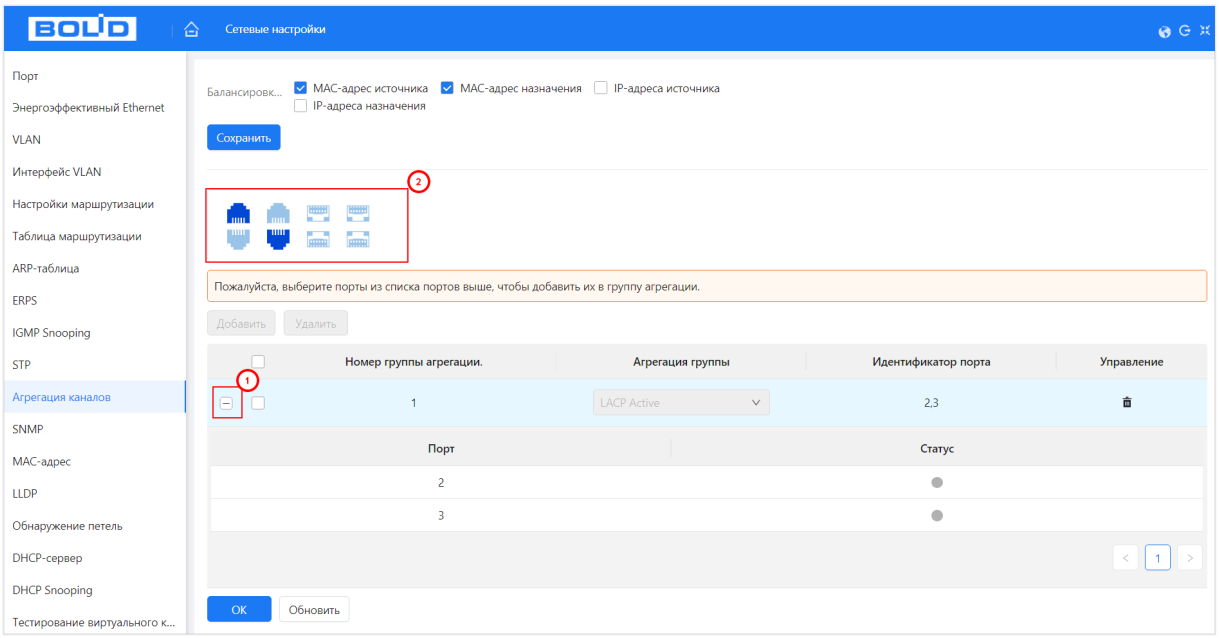

Рисунок 10.27 – Добавление
5. Далее выберите порты для объединения (Рисунок 10.27). Для этого нажмите кнопку  и выделите порты.